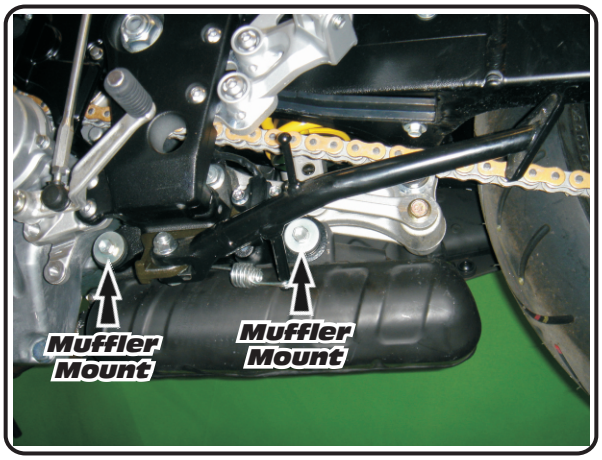
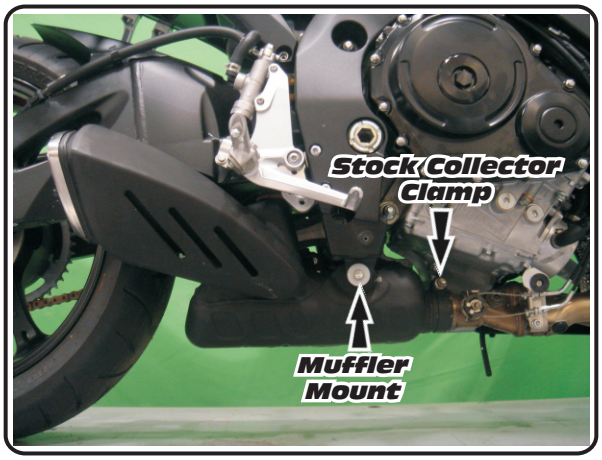

Fig. 3
Fig. 4
2. *Remove stock muffler and stock muffler gasket (see Fig. 3 and Fig. 4).*